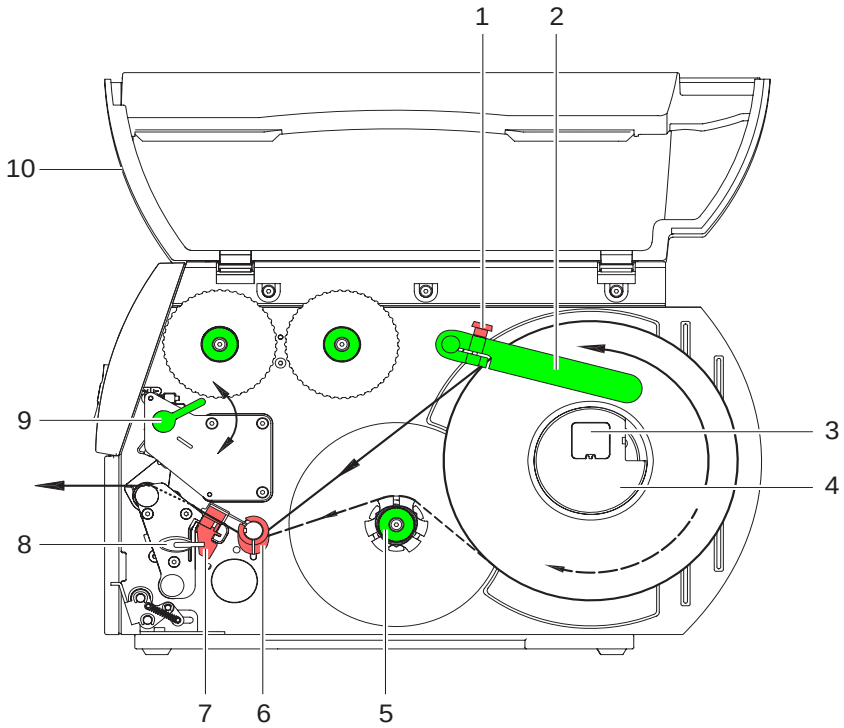

Fig. 5: Insérer les étiquettes
Utiliser la **clé à six pan**s fournie pour les réglages et les simples montages : elle se se trouve dans la partie arrière de l'unité d'impression. Voir Fig. 5, position 8. Les autres outils ne sont nécessaires pour les travaux décrits ici.
⇒ Tourner la manette (Fig. 5, pos. 9) dans le sens des aiguilles d'une montre pour bloquer la tête d'impression.